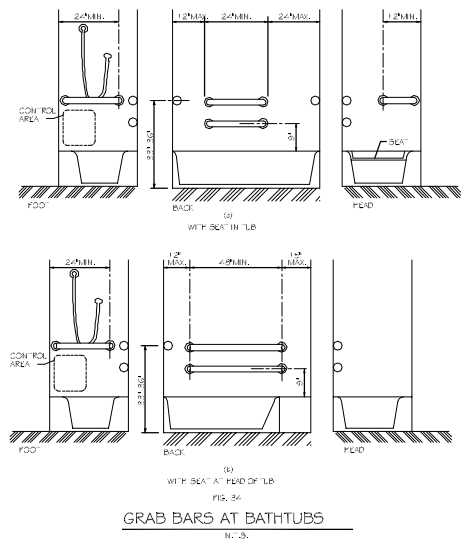

FIG. 34
4.20.3 SEATS. AN IN-TUB SEAT OR A SEAT AT THE HEAD END OF THE TUB SHALL BE PROVIDED AS SHOWN IN FIG. 34. THE STRUCTURAL STRENGTH OF SEATS AND THEIR ATTACHMENTS SHALL COMPLY WITH 4.26.3. SEATS SHALL BE MOUNTED SECURELY AND SHALL NOT SUBTRACT USE.
4.20.4 GRAB BARS. GRAB BARS COMPLYING WITH 4.26 SHALL BE PROVIDED AS SHOWN IN FIG. 34.
4.20.5 CONTROLS. FAUCETS AND OTHER CONTROLS COMPLYING WITH 4.27.4 SHALL BE LOCATED AS SHOWN IN FIG. 34.
4.21.2 SIZE & CLEARANCE. EXCEPT AS SPECIFIED IN 9.1.2, SHOWER STALL SIZE AND CLEAR FLOOR SPACE SHALL COMPLY WITH FIG. 34(A) OR (B). THE SHOWER STALL FIG. 34(A) SHALL BE 36" BY 36" (915mm BY 915mm). THE SHOWER STALL IN FIG. 34(B) WILL FIT INTO THE SPACE REQUIRED FOR A BATHTUB.
4.21.4 GRAB BARS. GRAB BARS COMPLYING WITH 4.26 SHALL BE PROVIDED AS SHOWN IN FIG. 34.
4.21.5 CONTROLS. FAUCETS AND OTHER CONTROLS COMPLYING WITH 4.27.4 SHALL BE LOCATED AS SHOWN IN FIG. 34. IN SHOWER STALLS 36" BY 36" (915mm BY 915mm) ALL CONTROLS, FAUCETS, AND THE SHOWER UNIT SHALL BE MOUNTED ON THE SIDE WALL OPPOSITE THE SEAT.